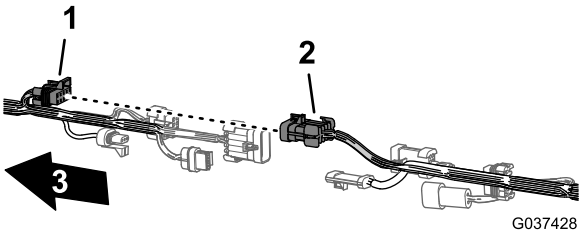
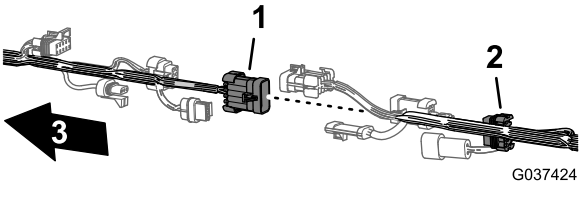

Figura 15
Figura 19
2. Desconecte los 6 pares de conectores que unen los arneses de cables delantero y trasero, según se muestra en la Figura 15 hasta la Figura 19.